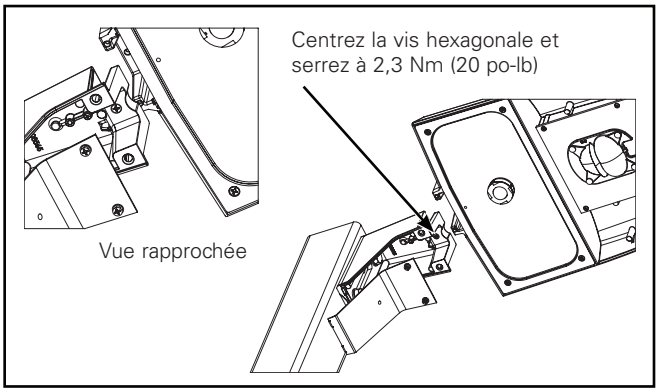

Figure 3.
3. Pliez les fils du luminaire fermement vers la porte de ce dernier lorsque vous glissez le luminaire sur le bras de fixation. Serrez la vis hexagonale du centre à 2,3 Nm (20 po-lb). (Figure 3.)